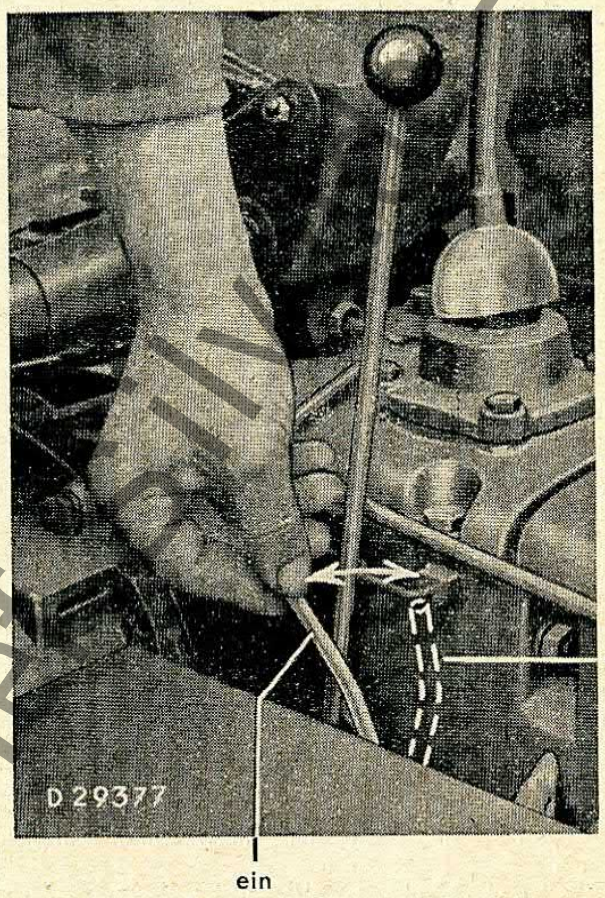

Bild 22
2. Kupplungspedal niedertreten, Zapfwellenschalthebel einschalten (nach hinten rücken) und Kupplungspedal langsam loslassen: **Die Hydraulik ist eingeschaltet** (Bild 22).